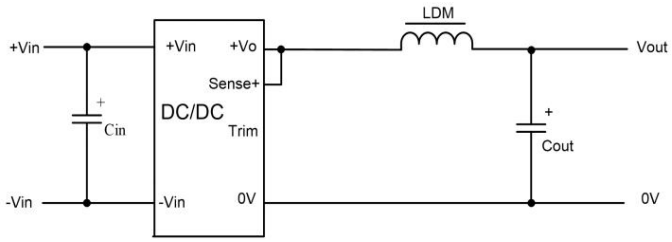

Fig. 2
Note: ① The method is used for ripple and noise test, please refer to Fig.2 and DC-DC Converter Application Notes for specific information;
② Over-temperature protection for product is output off.
(1) During product testing and application, please follow the recommended test circuit (Fig. 2); At least one electrolytic capacitor Cin is guaranteed to be connected externally to suppress the possible input surge voltage; An external inductor and electrolytic capacitor are connected to output for output filtering;
(2) If the input terminal of the product is connected in parallel with a circuit with large transient energy (such as a parallel motor drive circuit), the input voltage of the product may be pulled down. At this time, pay attention to the fluctuation of the input voltage of the product, and it is recommended to appropriately increase the capacitance of the electrolytic capacitor Cin at the input terminal to ensure the stability of the input terminal voltage and avoid the situation where the input voltage is lower than the under-voltage protection point and cause the product to restart repeatedly;
(3) If the input and output ripple needs to be further reduced, Cin and Cout capacity of external capacitors can be appropriately increased or external capacitors with small series equivalent impedance can be selected.